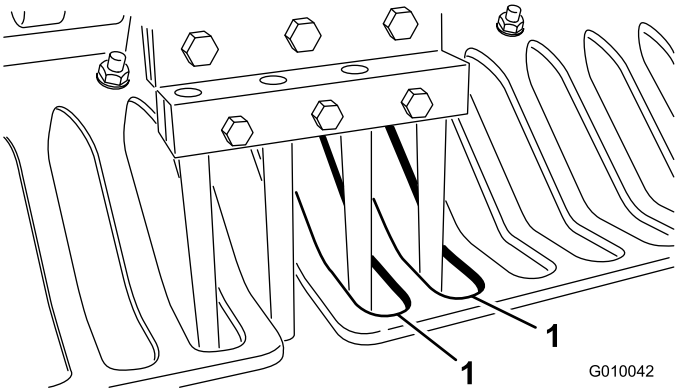

Figure 26
6. Vérifiez que les louchets sont bien alignés au centre des espacements dans les protège-gazon (Figure 26). Réglez les protège-gazon au besoin et serrez les écrous.